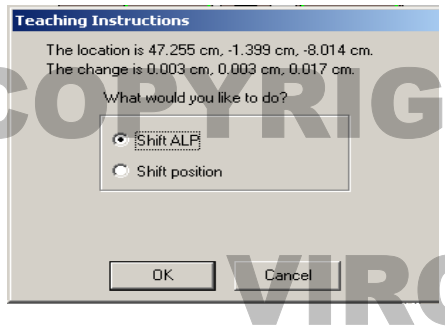

Figure 8. New framing coordinates for the STB1.
2.18 Go through all of the same steps to frame the STB1 position. When the new coordinates have been measured, a window will pop up with the new coordinates, as shown in Figure 8.